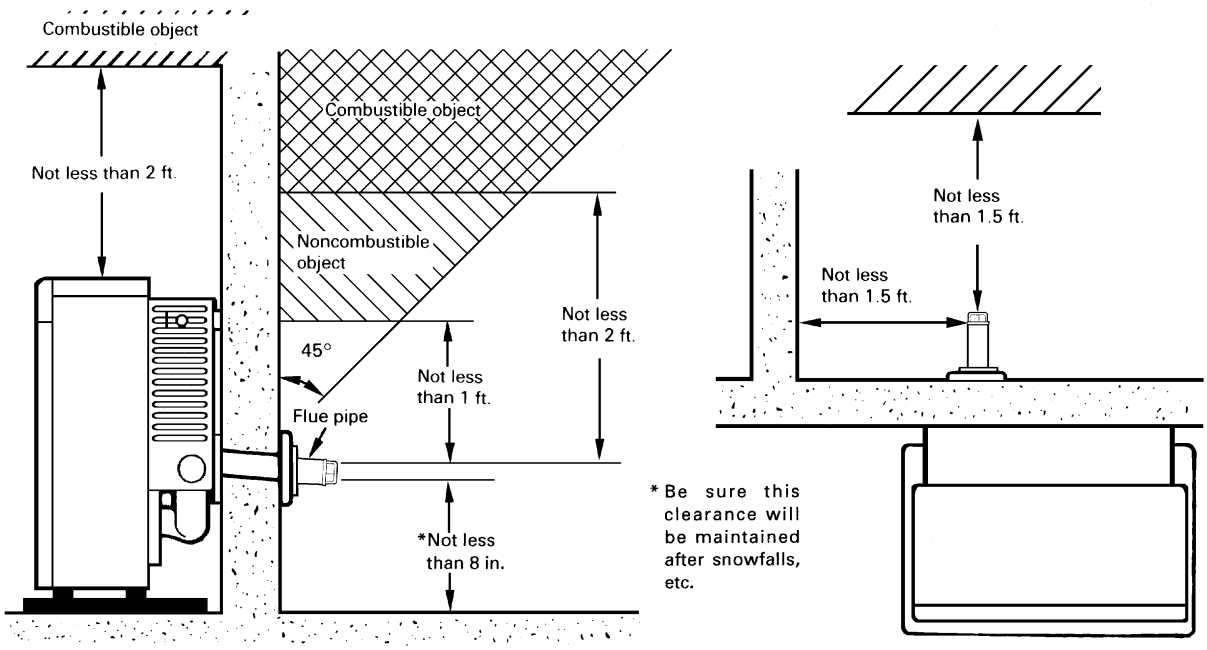

Fig. 2 <Standard Flue Pipe Installation> Fig. 3
2. Make sure that the outside area to where the standard flue pipe will reach is clear of any objects. (See Fig. 2 & 3)
CAUTION! The standard flue pipe installation, as shown in Fig. 2, is for wall thickness from 4 in. to 9 in. ONLY.